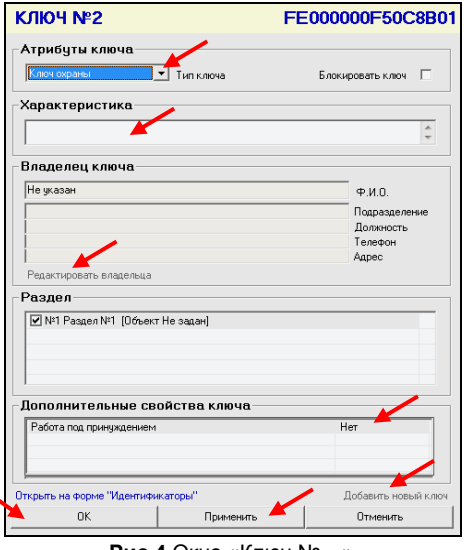

Рис.4 Окно «Ключ №…»
Каждому идентификатору присваивается свой индивидуальный код. Система проверит наличие идентификатора с таким же кодом, и если он отсутствует, то система откроет форму нового ключа (рис.4).
6. В окне «Ключ №… XXXXXX…» (рис.4) выберите тип ключа, введите характеристику, назначьте владельца ключа (нажмите «Редактировать владельца»), дополнительные свойства ключа и др. Раздел выбирается автоматически, т.к. в приборе «Кварц Л» имеется один ШС (зона), находящийся в разделе №1.
6. В окне «Ключ №…» (рис.4) выберите тип ключа (см. п.5.4), введите характеристику, назначьте владельца ключа (нажмите «Редактировать владельца»), дополнительные свойства ключа и др. Раздел выбирается автоматически, т.к. в приборе «Кварц Л» имеется один ШС (зона), находящийся в разделе №1.